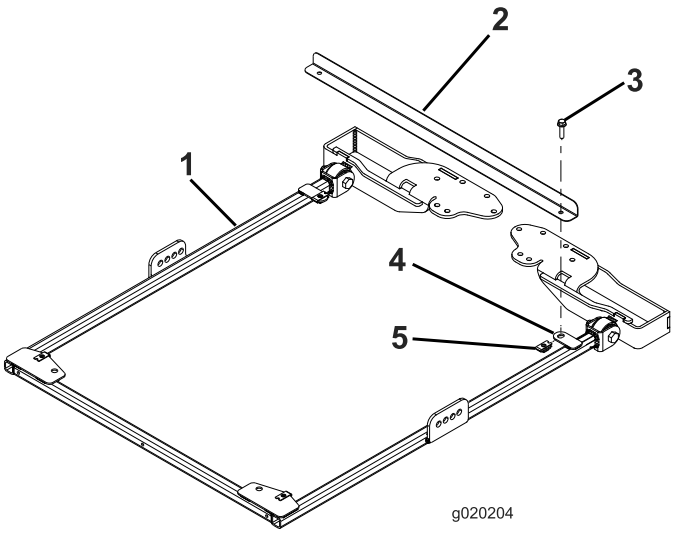

Bild 5
1. Zum richtigen Ausfluchten des Rahmens befestigen Sie die Rahmenausfluchtungsstange mit zwei Bundkopfschrauben (5/16" x 1¼") an den Befestigungsnasen hinten am Sonnendachrahmen, wie in Bild 5 abgebildet.